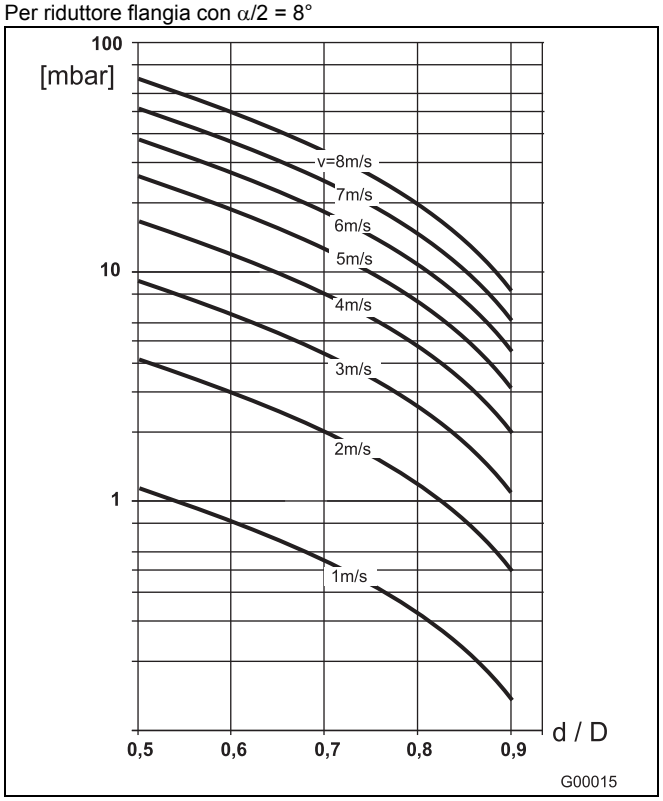

Fig.20
2. Rilevare la velocità di scorrimento tramite il nomogramma della portata (Fig.20).
3. Verificare la caduta di pressione nella Fig.20 sull'asse Y.